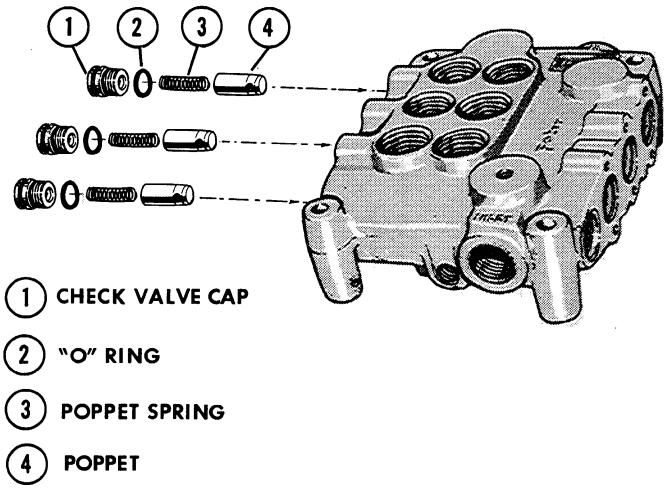

Figure DD-21
2. Figure DD-21 shows the order in which the drop check valves are assembled in the control valve body.